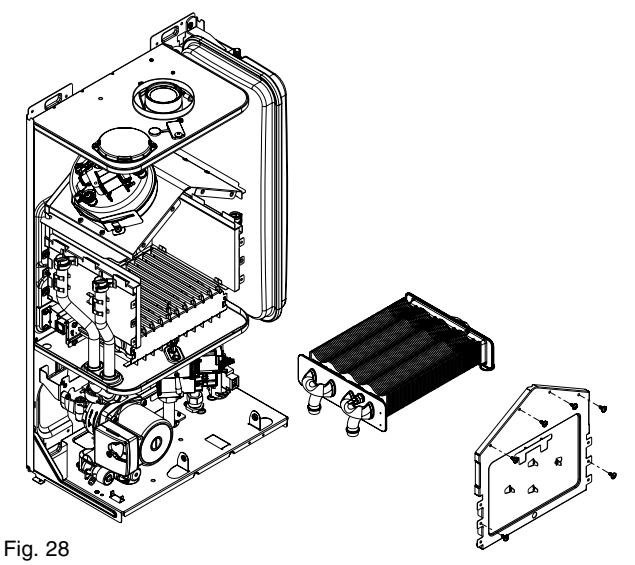

Fig. 28
6.16 MAIN HEAT EXCHANGER (fig. 28)